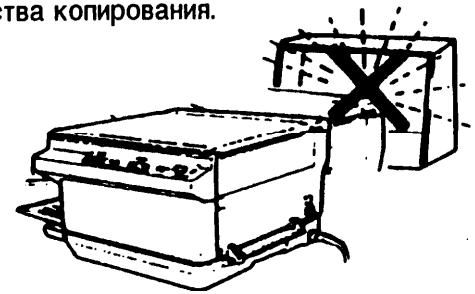

Рис. 3
2. (Рис. 3): аппарат не следует устанавливать в жарких сырых помещениях или в местах с резкими перепадами влажности, например, возле кондиционера воздуха. Это может вызвать отсыревание бумаги или конденсации влаги внутри аппарата, что обусловит нарушения подачи бумаги и ухудшение качества копирования.